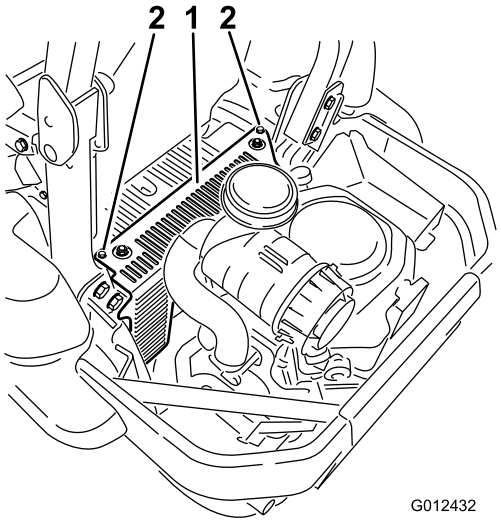

Figur 54
3. Fjern hydraulikenhedens afskærmning og de to bolte, der sidder på den (Figur 54). Dette giver dig adgang til det forreste tændrør.
5. Monter hydraulikenhedens afskærmning i venstre side (Figur 54).